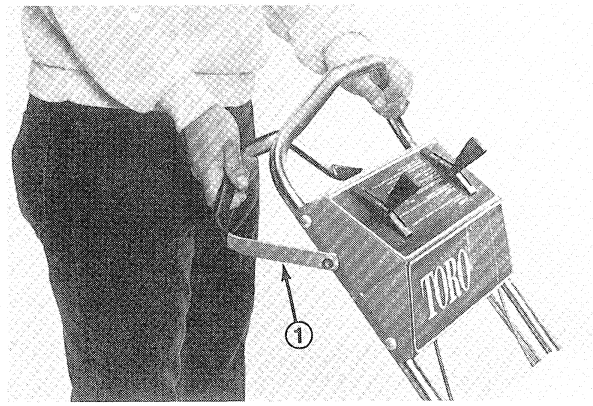

Figure 17
3. To engage blade, move control bar down until it stops (Fig. 16), then move control bar back to the middle position (Fig. 17). Blade is now fully engaged.